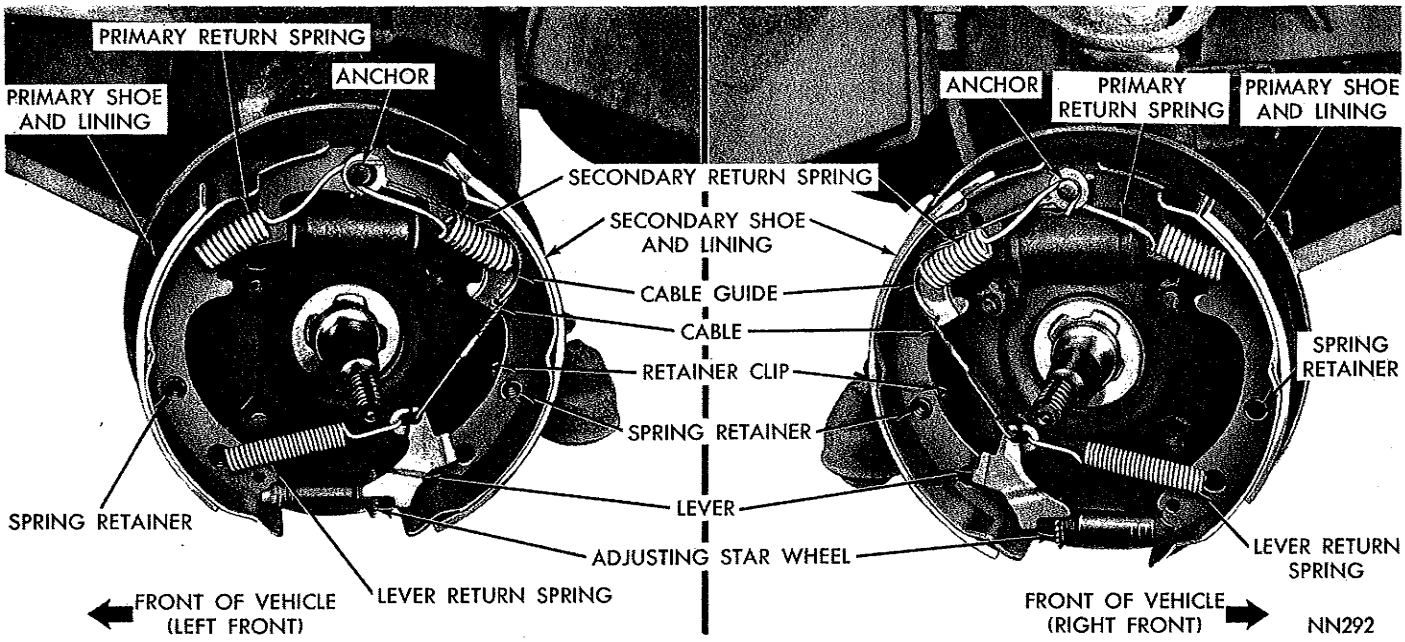
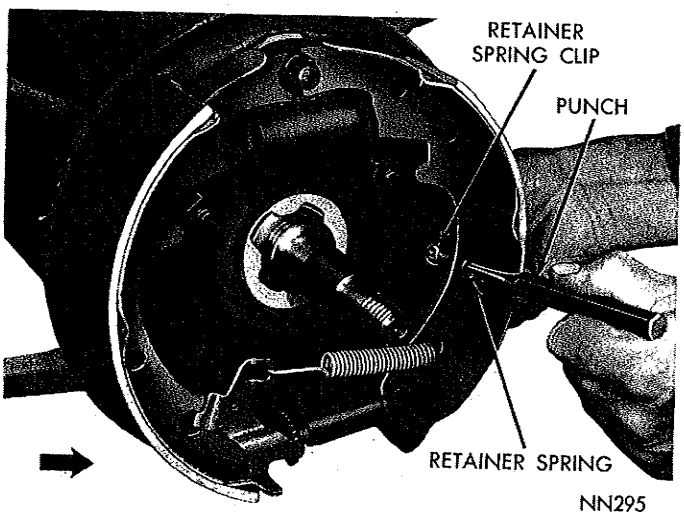

***Fig. 1—Brake Assemblies (Front)***
***Fig. 4—Removing or Installing Shoe Retainer Springs (Right Front)***
(1) With vehicle on a hoist, jack or suitable stands remove rear plug from brake adjusting access hole.
(2) Insert a thin screw driver into brake adjusting hole and push adjusting lever away from star adjusting wheel. **Care should be taken not to bend adjusting lever.**
(3) Insert Tool C-3784 into brake adjusting hole and engage notches of brake adjusting star wheel. Release brake adjustment by prying up with adjusting tool.
(4) Remove wheel cover, grease cap, cotter pin, lock, adjusting nut, outer wheel bearing and remove wheel and drum assembly from spindle, to expose brake linings (Fig. 1).
(5) Inspect brake lining for wear, shoe alignment, or contamination from grease or brake fluid.
(1) Using Tool C-3785 remove secondary return spring (Fig. 3), then remove adjusting cable eye from anchor. (Note how secondary spring overlaps primary spring.) (Fig. 1.)
(2) Remove primary return spring.
(3) Remove brake shoe retainer springs by inserting a small punch into center of spring and while holding backing plate retainer clip, press in, and disconnect spring (Fig. 4). Unhook cable from lever. Remove cable and cable guide.
(4) Disconnect lever spring from lever and disengage from shoe web. Remove spring and lever.
(6) Install brake shoe retaining springs and attach retainer clips by pressing in on spring, using a small punch (refer to Fig. 4.)
(7) Install return spring in primary shoe. Using Tool C-3785, slide spring over anchor.
(8) Install cable guide in secondary shoe and place "eye" of adjusting cable over anchor pin.